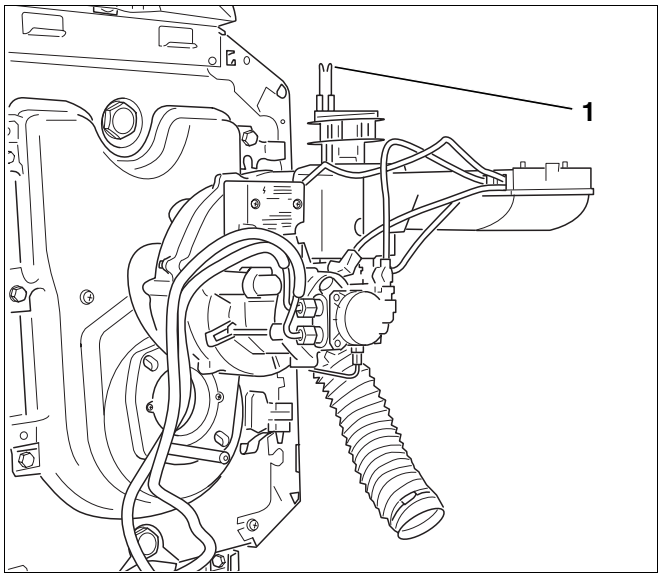

Afb. 32 Brander in servicepositie plaatsen
- Plaats de brander in de servicepositie (afb. 32).
Er mogen zich geen afzettingen op de ontstekingselektroden (afb. 32, **pos. 1**) bevinden.